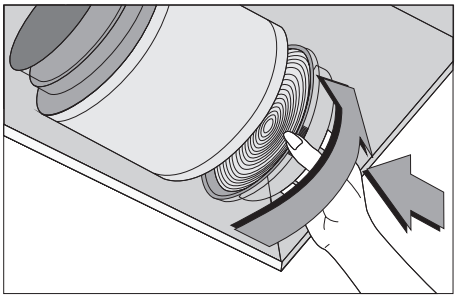

Рисунок 11
- Чтобы снять угольный фильтр, необходимо повернуть фиксаторы против часовой стрелки и вынуть фильтр Рисунок 11